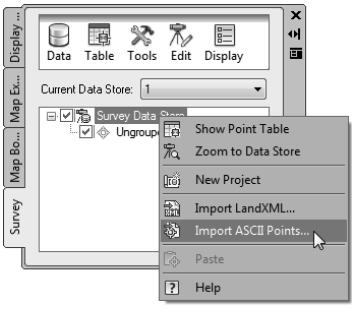

***Figure 2-29** Choosing the **Import ASCII Points** option from the shortcut menu*
15. Choose the **Import ASCII Points** option from the shortcut menu, as shown in Figure 2-29; the **Import ASCII Points** dialog box is displayed.